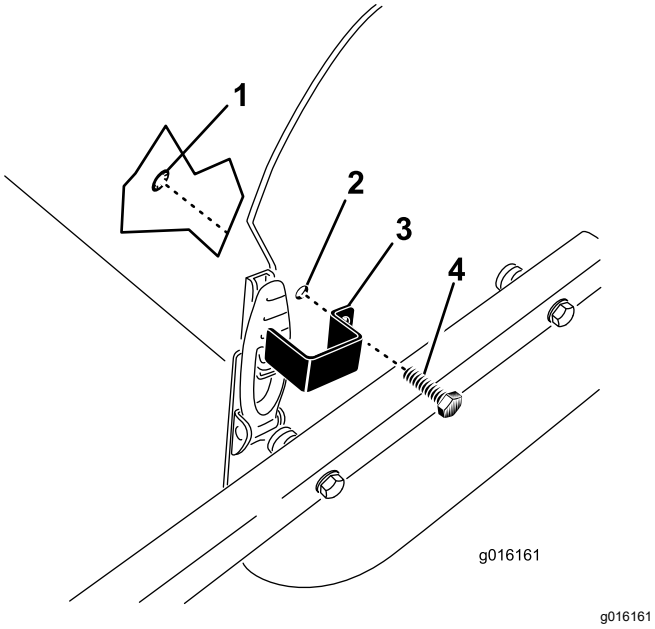

Figura 33
1. Posizionate la piastra di bloccaggio sul fermo del cofano allineando al tempo stesso il foro di montaggio con il foro nella piastra laterale (Figura 33).
2. Fissate la piastra di bloccaggio sulla piastra laterale con un bullone senza dado e un anello di ritenuta (Figura 33).